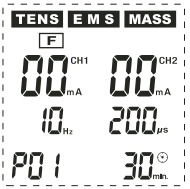

Abb. 9
(18) (F): Spezialprogramme für den Fuß (siehe Abb. 9)